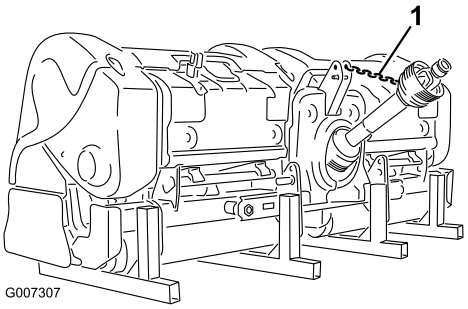

Figur 40
12. Kobl kraftudtagets tandhjul til kraftudtagets afskærmning for at forhindre kraftudtagsakslen i at berøre jorden (Figur 40).